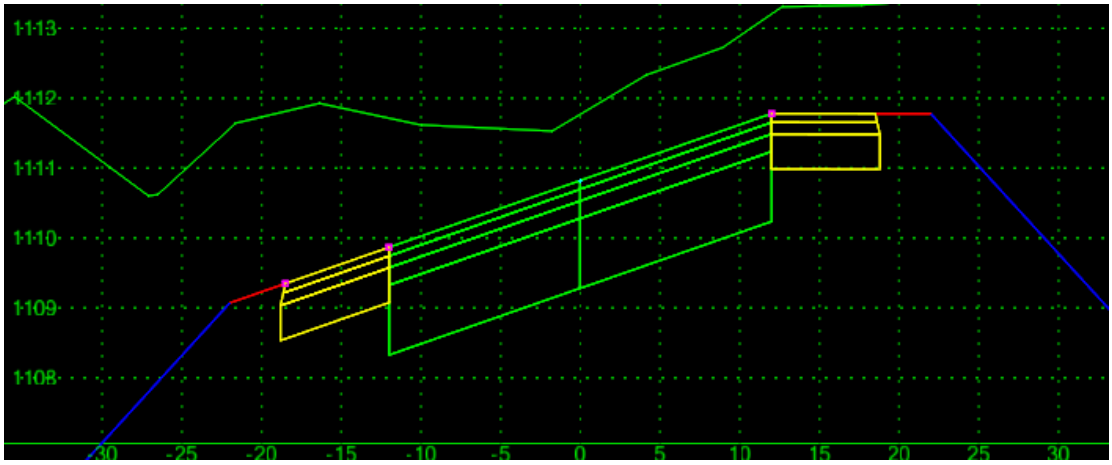

Figure L8-81 Roadway Designer Cross Section View
- Ensure in the **Roadway Designer** that the **Cross Section View** at Station **14+50.00** matches that shown in *Figure L8-81* and that the Left Side Shoulder now matches the Cross Slope of the travel lanes.